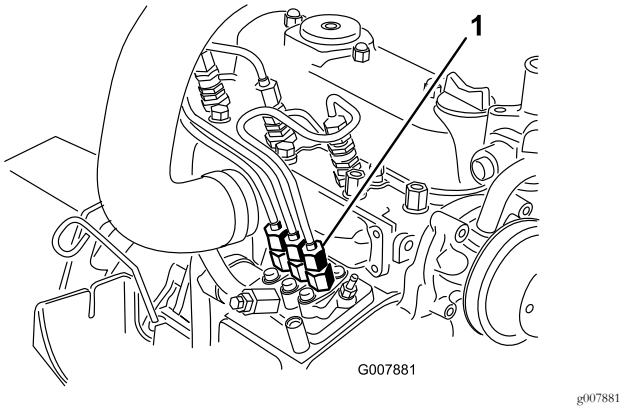

Figuur 42
1. Leg een doek onder de leidingconnector vanaf de injectiepomp naar verstuiver nr. 1 zoals wordt getoond in Figuur 42.